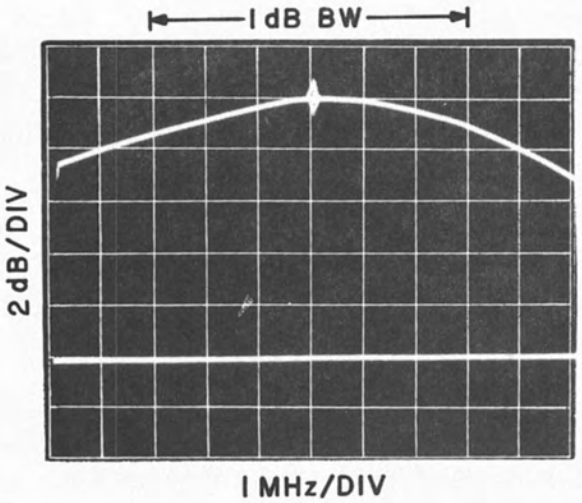

Figure 4-21. AM Demodulator Wideband Alignment, Typical Response
7. Adjust C9 and C42 for the best wideband response, centered at 21.4 MHz. The oscilloscope response should be centered at 21.4 MHz, with a 1 dB bandwidth of 4 MHz, minimum, as illustrated in **Figure 4-21.**